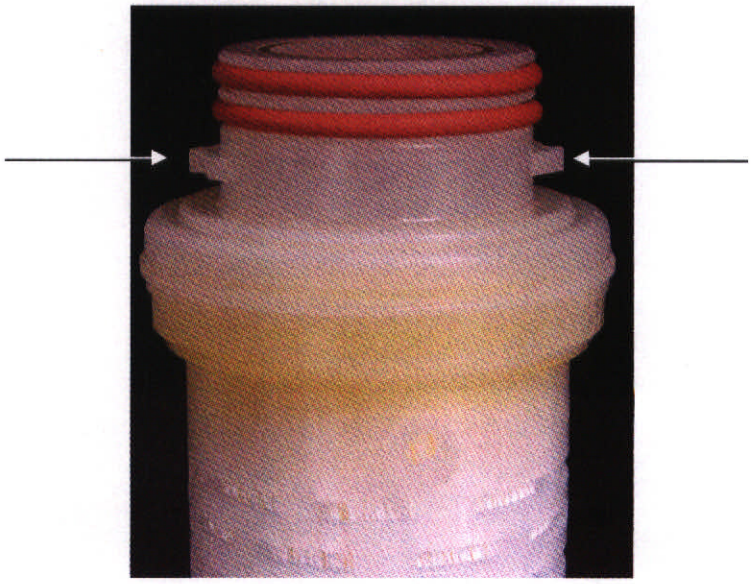

Figure 11 Filter Mounting Tabs
13. Insert a new filter cartridge into the housing header and rotate clockwise until the tabs lock into place *figure 11*.